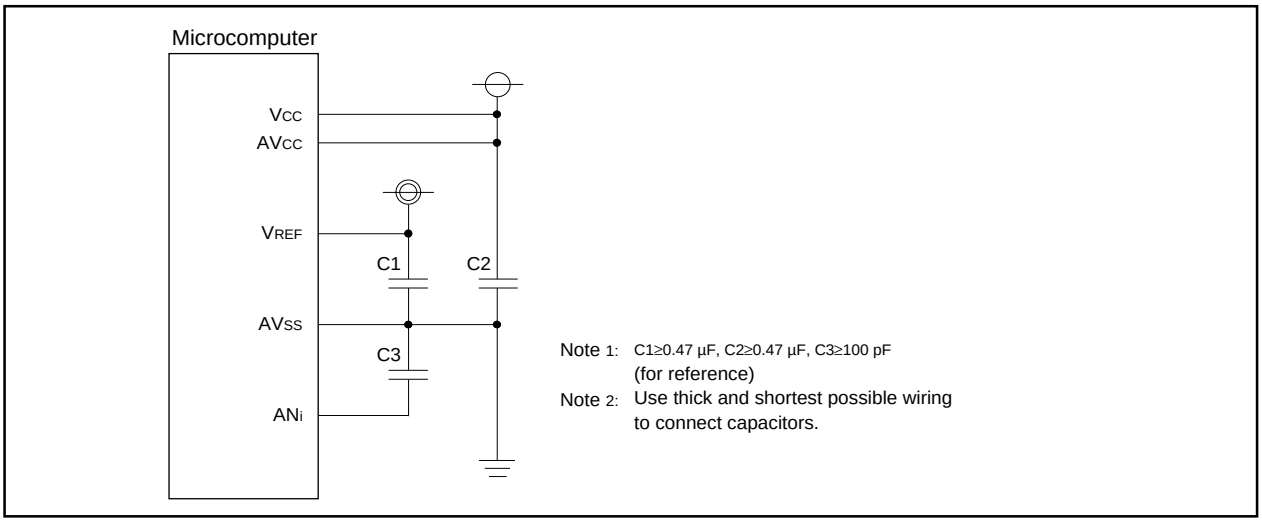

Figure 2.7.22. Use of capacitors to reduce noise
(1) Write to each bit (except bit 6) of A-D control register 0, to each bit of A-D control register 1, and to bit 0 of A-D control register 2 when A-D conversion is stopped (before a trigger occurs). In particular, when the Vref connection bit is changed from 0 to 1, start A-D conversion after an elapse of 1 μs or longer.
(2) To reduce conversion error due to noise, connect a voltage to the AVcc pin and to the Vref pin from an independent source. It is recommended to connect a capacitor between the AVss pin and the AVcc pin, between the AVss pin and the Vref pin, and between the AVss pin and the analog input pin (ANi). Figure 2.7.22 shows the an example of connecting the capacitors to these pins.